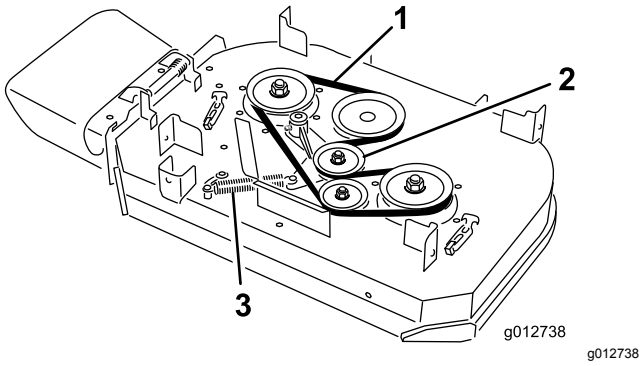

Figuur 63
4. Verwijder de veer van de ankerpost op de arm van de spanpoelie (Figuur 63).
5. Verwijder de versleten drijfriem (Figuur 63).
6. Plaats de nieuwe drijfriem rond de koppelingspoelie, de poelies van het maaidek en de spanpoelie (Figuur 63).
7. Monteer de veer aan de ankerpost op de arm van de spanpoelie (Figuur 63).
8. Monteer de veer aan de ankerpost op de arm van de spanpoelie (Figuur 63).